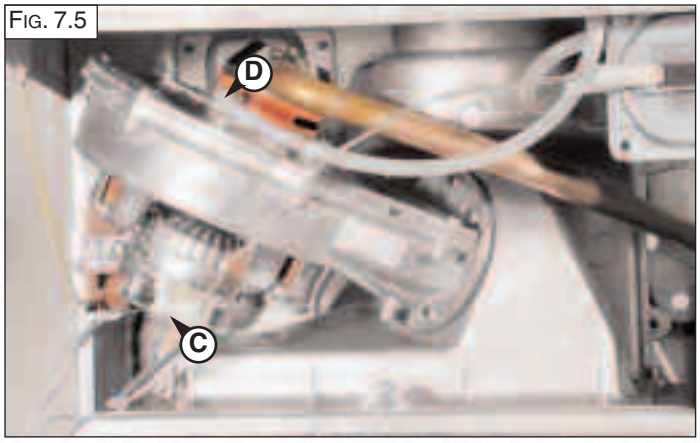

Fig. 7.5
***1.*** Disconnect the electrical connector “C” (Fig. 7.5);
***2.*** Disconnect the compensation tube “D” (Fig. 7.5);